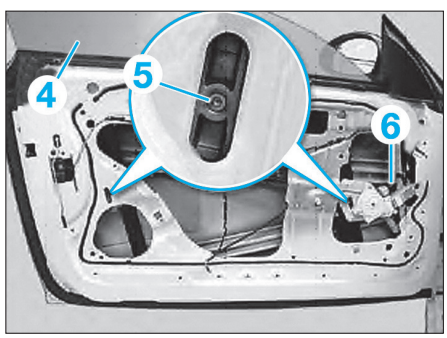
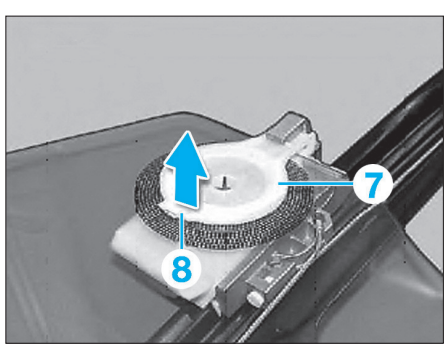

Fig. 115
Fig. 116
Ouvrir la vitre latérale (4) jusqu'à ce que les vis à crochet (5) soient accessible **(Fig.115)**.
• Débrancher le connecteur (6).
• Déposer les vis (5) **en les tournant vers la droite**.
• Soulever le support (7) au niveau de patte (8) et déposer la vitre par le haut **(Fig.116)**.